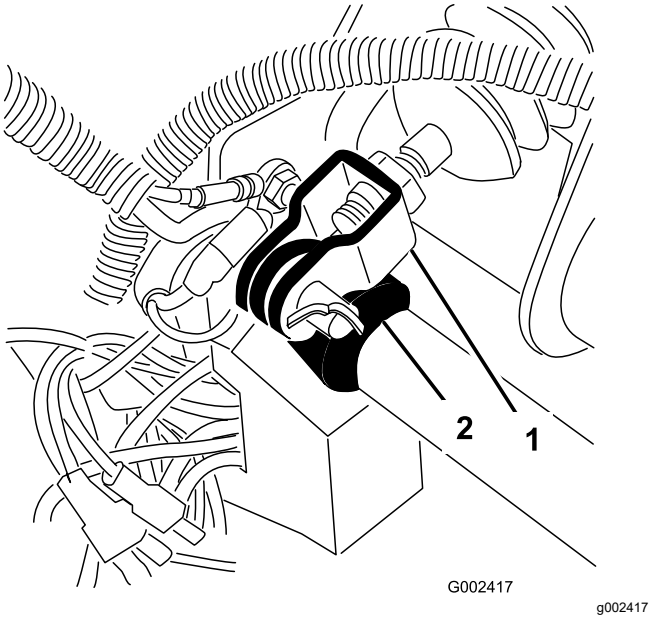

Figuur 61
1. Verwijder de R-pen en de gaffelpen waarmee de gaffel van de hoofdremcilinder is bevestigd aan het draaipunt van het rempedaal (Figuur 61).